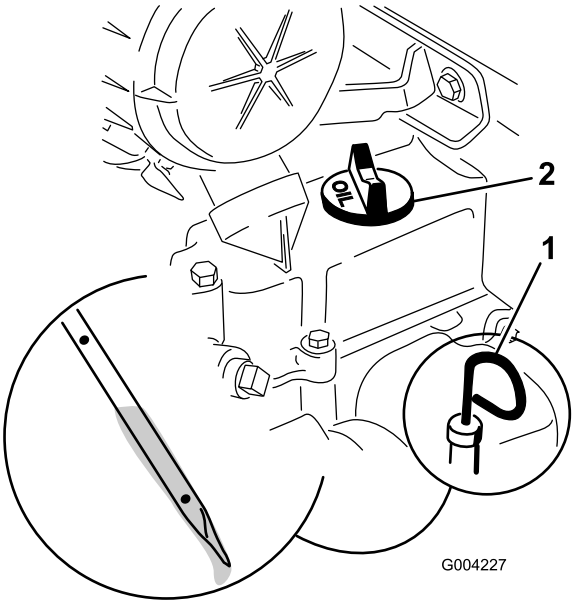

**Figur 15**
2. Ta ut peilestaven og tørk den med en ren fille (Figur 15).
3. Sett peilestaven inn i røret, og pass på at den når helt ned (Figur 15).
4. Fjern peilestaven, og sjekk oljenivået (Figur 15).
5. Hvis oljenivået er lavt, må du ta av oljepåfyllingslokket (Figur 15) og fylle på nok olje til at nivået når opp til Full-merket på peilestaven.
6. Sett peilestaven på plass (Figur 15).